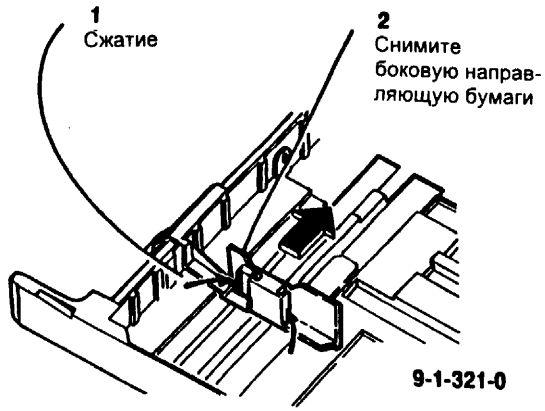

Рис. 3 Снятие боковой направляющей бумаги
6. (Рис. 3) Снимите боковую направляющую бумаги.